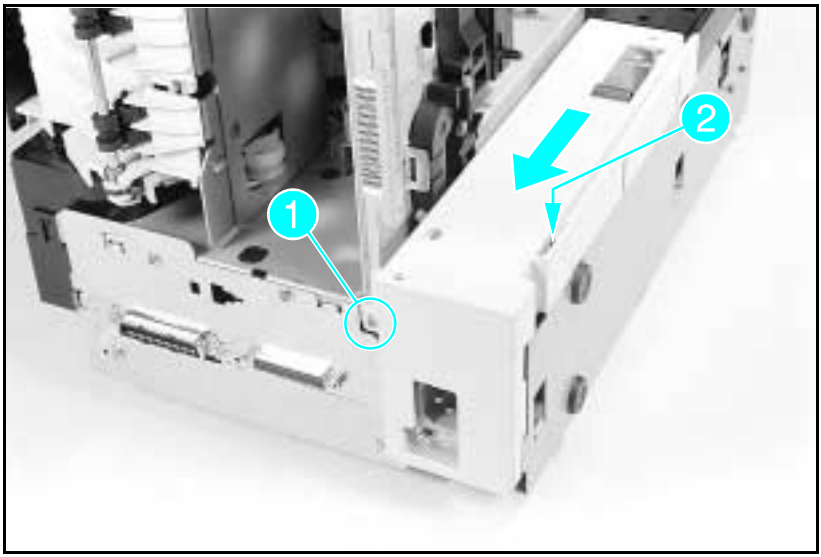

Figure 6-58 Right Side PC tray Rail Cover (printer on right side)
2. Remove the (1) screw from the right-side PC tray Rail Cover (see Figure 6-58, callout *1*).
3. Release the latch (see Figure 6-58, callout *2*), slide the Rail Cover to the rear of the printer and remove the cover.